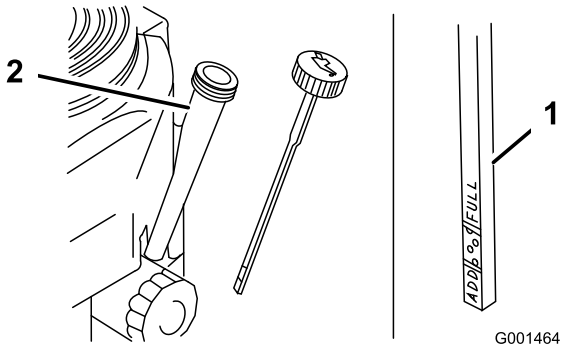

Figura 23
4. Limpie alrededor de la varilla de aceite (Figura 23) para impedir que caiga suciedad por el orificio de llenado y cause daños en el motor.
5. Desenrosque la varilla de aceite y limpie el extremo (Figura 23).
6. Deslice la varilla a fondo en el tubo de llenado, pero no la enrosque en el tubo (Figura 23).
8. Vierta lentamente un 80% aproximadamente de la cantidad especificada de aceite por el tubo de llenado (Figura 23).